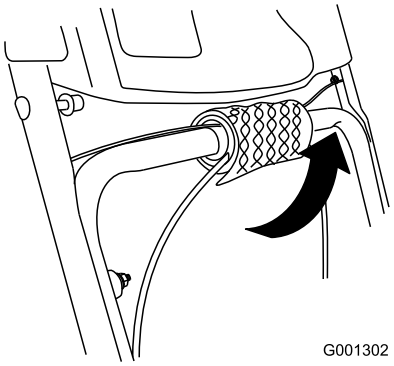

Figur 5
1. Pakk ut kabelendene fra den nedre håndtaket (Figur 5).